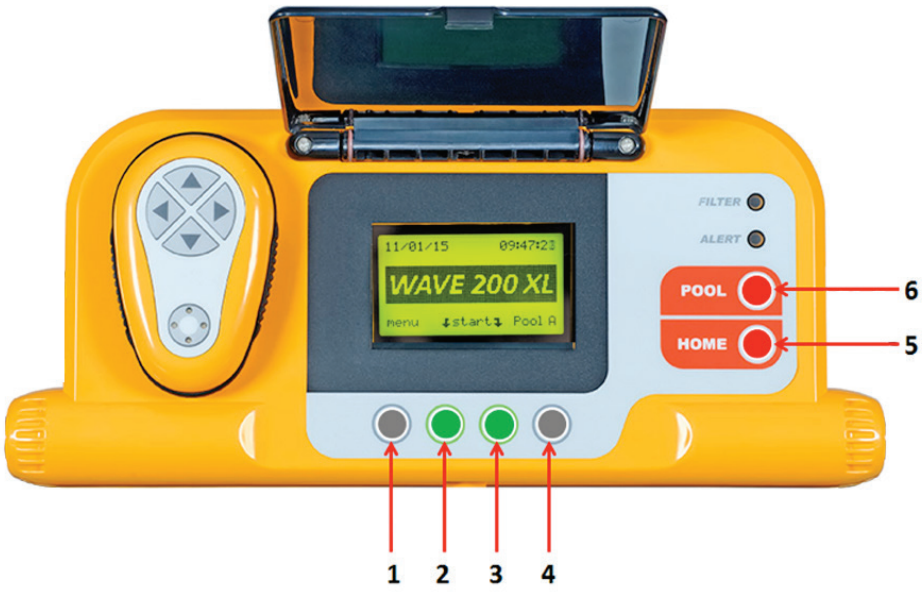

Figure 4 : Console MMI
- Certaines options des menus de la console MMI (configuration du profil de la piscine) sont bloquées par un code pour éviter un changement accidentel des paramètres. La séquence de code séquence pour débloquer ces options est : **3**, **2** et **1** (Figure 4).
- **Alert (Alerte) :** Ce voyant LED d'alerte s'allume pour indiquer une erreur qui empêche le fonctionnement du robot. Dans un tel cas, examinez le robot pour localiser le problème et, s'il peut être réparé, redémarrez le robot. Si l'erreur se répète, les détails de l'erreur spécifique sont affichés sur l'écran de la console MMI (Figure 4). Si cela se produit, contactez immédiatement votre revendeur Maytronics.
Menu	Dans l'écran de *Wave 200 XL* (Figure 4), appuyez sur **Menu** pour accéder à l'écran *Main Menu*
2. Patientez jusqu'à ce que les écrans de *Wave 200 XL* apparaissent. Appuyez sur **Start** (appuyez sur les deux boutons verts, indiqués **2** et **3**, à la Figure 4, simultanément). La séance de nettoyage commence.
3. Pour arrêter la séance de nettoyage à tout moment, appuyez sur le bouton gris de droite, indiqué **4**, à la Figure 4.